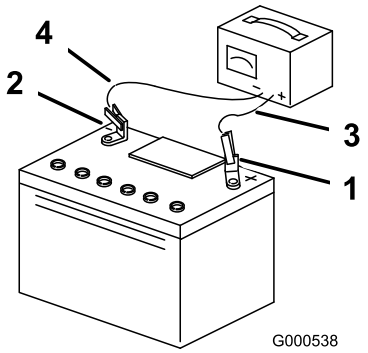

Figura 40
5. Cuando la batería esté completamente cargada, desconecte el cargador de la toma de electricidad, luego desconecte los cables del cargador de los bornes de la batería (Figura 40).